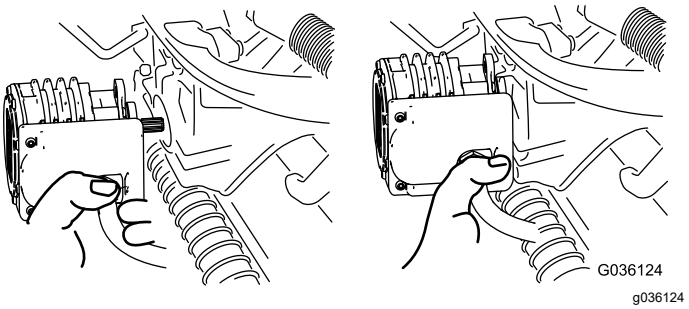

Figur 66
5. Flyt motoren hen i opbevaringspositionen foran på affjedringsarmen (Figur 66).